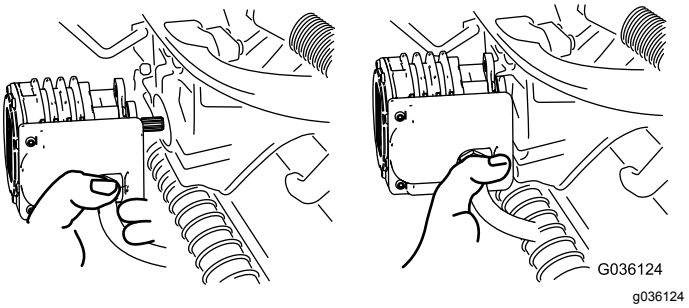

Figuur 55
4. Zet de motor in de opbergruimte op de voorkant van de ophangarm (Figuur 55).